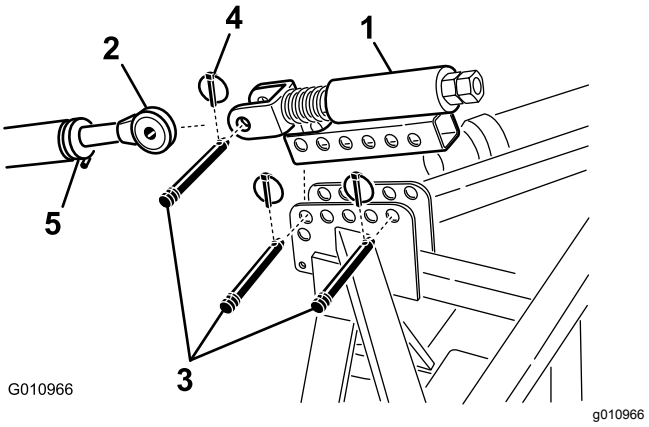

Figur 9
1. Monter det fjærbelastede toppleddet og luftemaskinbraketten ved hjelp av to leddtapper og ringstifter (Figur 9)
2. Løsne låsemutteren på trekkenhetens øvre leddarm. Juster lengden på øvre leddarm helt til det samsvarer med splittpinnen på det fjærbelastede toppleddet på luftemaskinen (Figur 9).
3. Koble trekkenhetens øvre leddarm til splittpinnen på det fjærbelastede toppleddet og fest med en leddtapp og ringstift (Figur 9).
6. Roter øvre leddarm helt til fjæren komprimerer omtrent 13 mm (Figur 9).